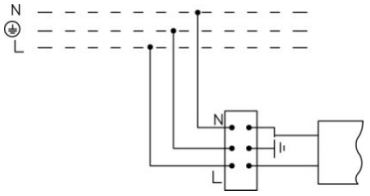

Рис. 1
5.2. Підключення світильника до мережі живлення виконується до клем L, N, ⏚ клемної колодки через сальник, що постачається у комплекті (**рис. 1**).